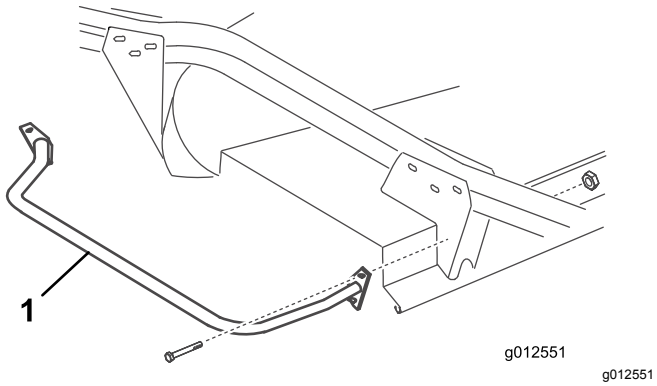

Figura 23
2. Sujete el orificio de montaje superior de la chapa de montaje delantera del tope en el soporte del brazo de la rueda giratoria con un perno (5/16" -18 x 3") y una contratuerca (Figura 23).